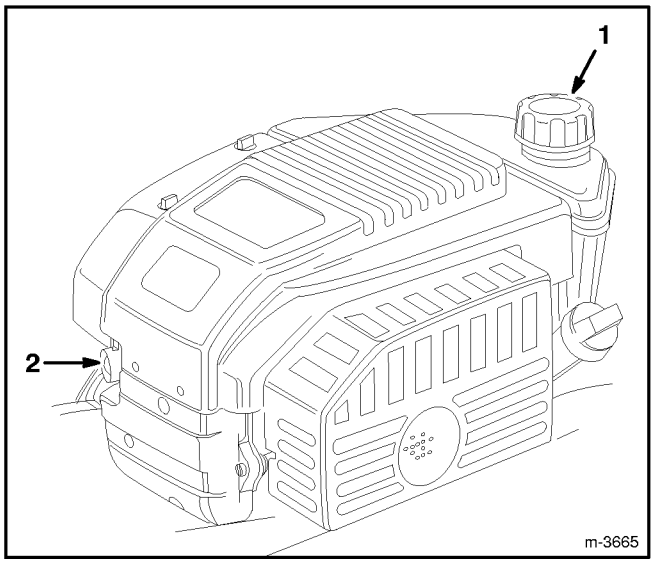

**Abbildung 8**
1. Den Bereich des Kraftstofftankverschlusses reinigen und Verschluß vom Tank abschrauben (Abb. 8). Bei Verwendung von bleifreiem Benzin den Kraftstofftank bis 6 - 13 mm unterhalb der Tankoberkante befüllen. Kein Benzin in den Einfüllstutzen füllen und Tank nicht ganz füllen.
**3.** Die Kaltstarthilfe dreimal (3) drücken (Abb. 8). **Zwischen den Betätigungen jeweils zwei (2) Sekunden warten.**